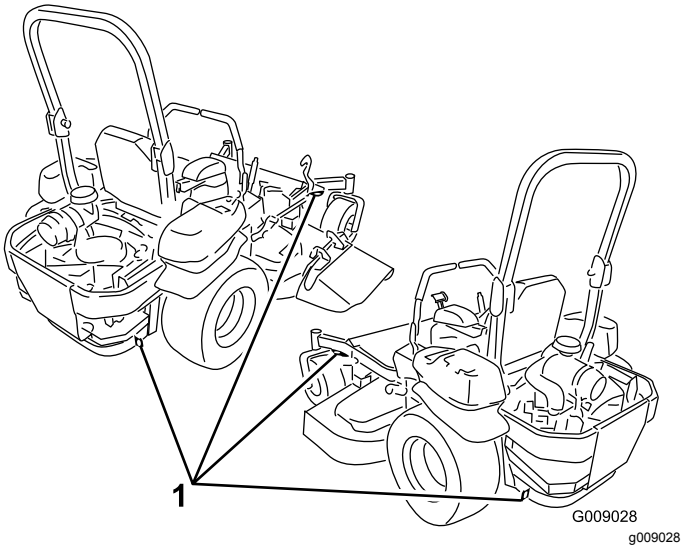

Figuur 37
5. Gebruik de metalen bindogen op de machine om deze goed te bevestigen op de aanhanger of de vrachtwagen met banden, kettingen, kabels of touwen (Figuur 37).